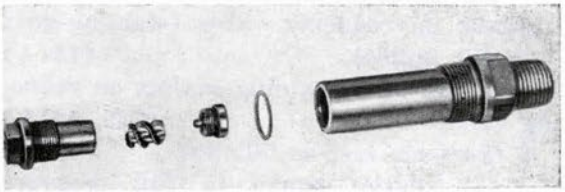

Figure 185
7. Assemble sprays (Fig. 185):